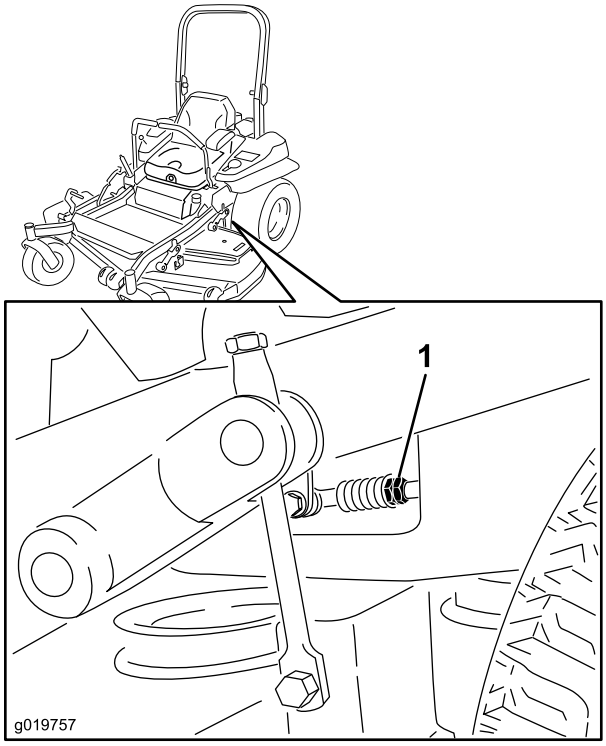

Figur 79
7. Sett bevegelseskontrollspakene i nøytral stilling. Juster lengden på pumpestangen ved å vri på de doble mutrene på stangen i den aktuelle retningen til hjulene kryper noe i revers (Figur 79). Flytt bevegelseskontrollspakene til reversstillingen og bruk litt lett trykk på spaken mens du lar reversindikatorfjærene føre spakene tilbake til nøytral stilling. Hjulene må ikke bevege seg eller krype noe i revers.